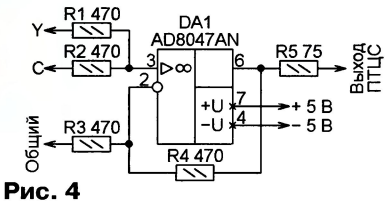

**Рис. 4**
**Получение полного цветового видеосигнала из сигналов яркости (Y) и цветности (C) (рис. 4 <http://elm-chan.org/works/tvsg/sg_main.png>).** Суммирование яркостного и цветового компонентов видеосигнала с помощью резисторов R1 и R2 происходит на неинвертирующем входе ОУ DA1. В некоторых случаях качество изображения улучшается, если между точкой суммирования и общим проводом установить конденсатор ёмкостью 18 пФ.